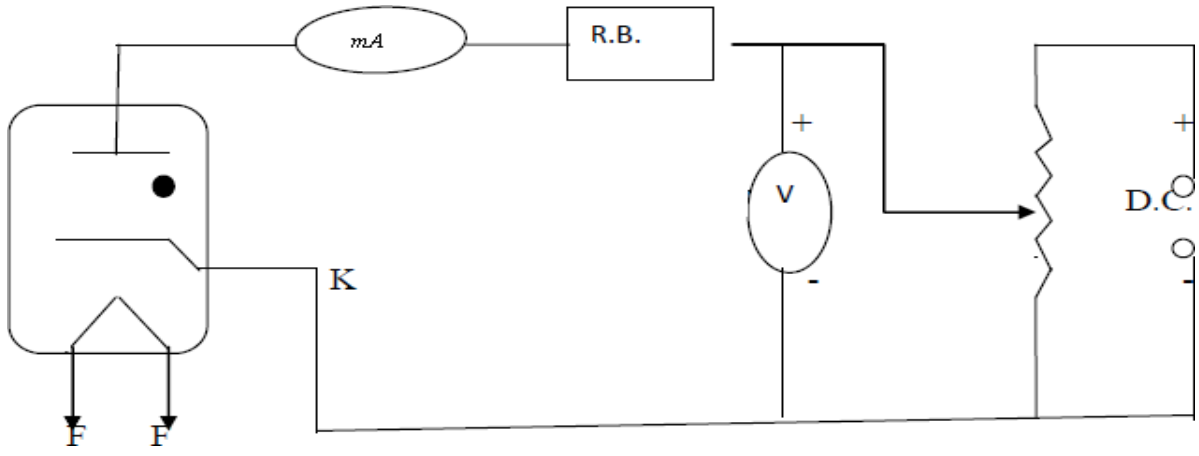

Fig.2: Circuit diagram showingtheschemeof connections.
1. Draw the diagram showing the scheme of connections as in fig. 2 and make the connections accordingly.